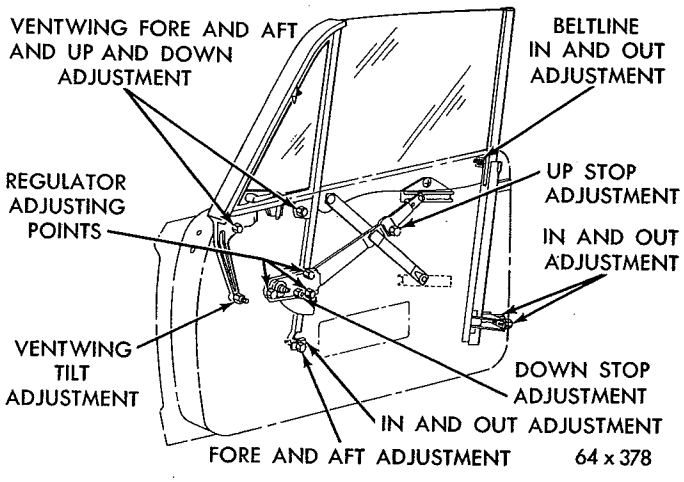
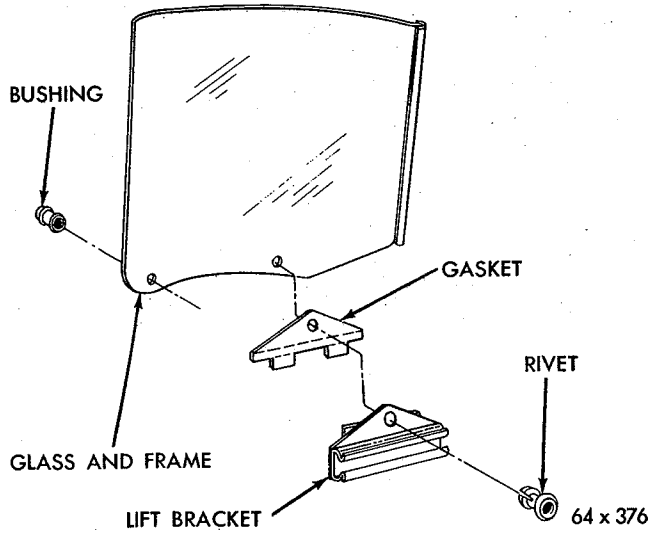

*Fig. 115—Door Glass Adjustments*
*Fig. 116—Door Glass Attachment*
(1) With door glass in down position, remove division bar adjusting screw (Fig. 115).
(2) Remove two vent frame attaching screws from front of door.
(3) Disconnect outer belt weatherstrip far enough for clearance of division bar when it is removed.
(4) Tilt vent frame to rear and remove from door.
(1) Lower window and remove up stop.
(2) Remove clip from regulator forward arm pivot (Fig. 115).
(3) Loosen rear track adjusting screws and remove glass from channel.
(4) Remove regulator rear arm from lift bracket channel.
(5) Remove glass from door.
(6) Remove lift bracket and bushing from door glass (Fig. 116).